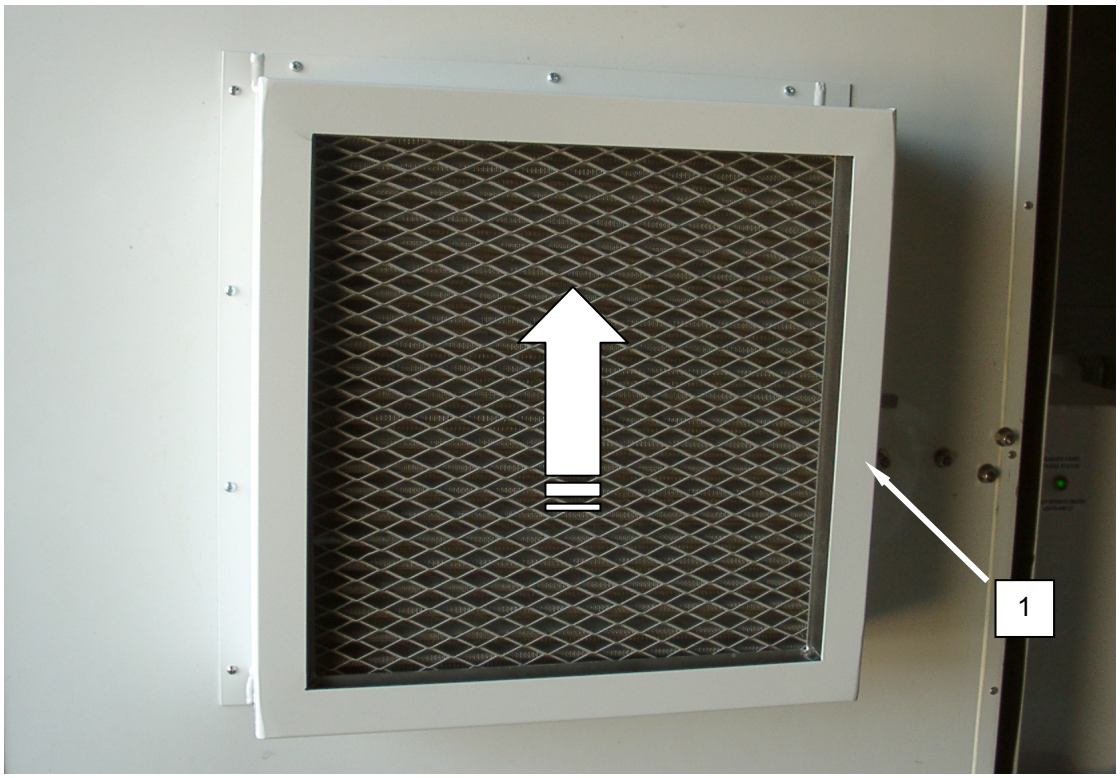

Figure 1. Clean the Door Filters.
1. Remove door filter **(Figure 1, Item 1)** from filter mount in door.
3. Install filter **(Figure 1, Item 1)** into filter mount.